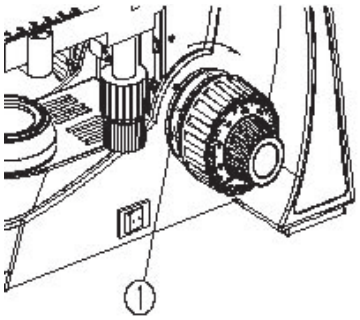

Fig. 10
- Si el control macrométrico está muy apretado o bien si pierde el enfoque de su muestra después de realizarlo debe de ajustar la tensión de la platina, para hacerlo tiene que girar la perilla que se muestra en la imagen (fig.10) en el sentido de las flechas para apretar y para aflojar en el sentido contrario.